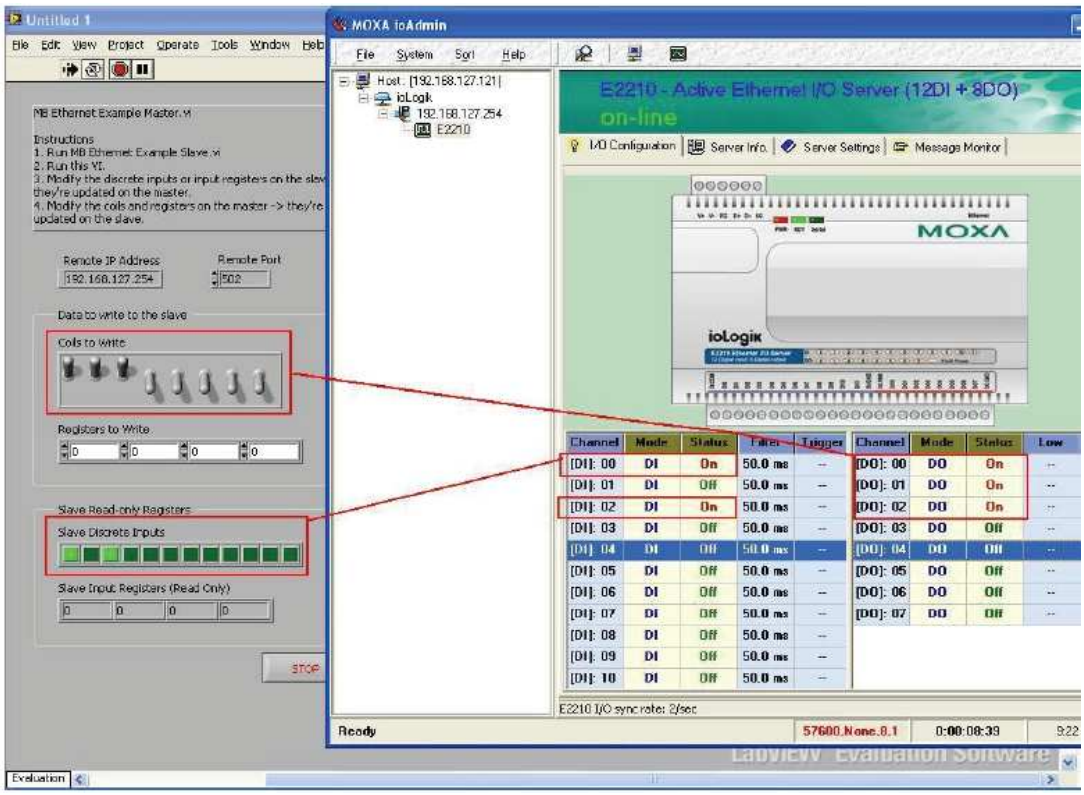

*Рис.14*
2.12 На графической панели в разделах **Coils to Write** и **Slave Discrete Inputs** можно получать информацию о состоянии каналов ввода/вывода или управлять ими (Рис.14). С помощью утилиты ioAdmin можно проверить соответствие выводимой информации на графической панели с реальным состоянием устройства.